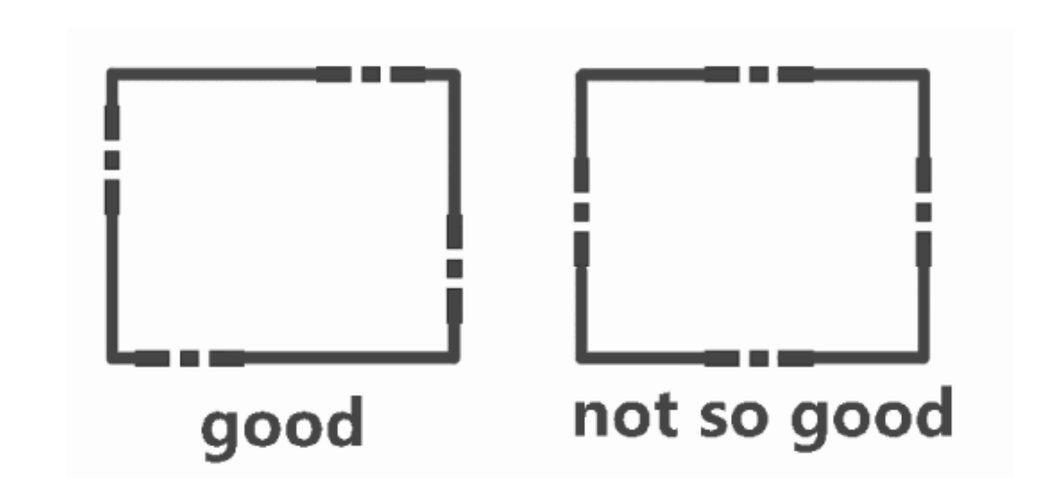

图 4-19 屏蔽罩夹子的放置
① 夹子的夹持力如何，根据生产商的回答，一般一个屏蔽框最少要用 4 个夹子来固定，约 25mm 摆放一个夹子，足够应付消费类电子产品需求。
② 板上的屏蔽罩夹子，可根据情况灵活增加，对 RF 电路部分，使用更多夹子能更好地屏蔽 EMI。
③ 夹子位置应放在拐角的位置即可，建议不要将夹子放在中心位置，不利于跌落测试和作业员的安装定位。4 个夹子的摆放位置如图 4-19 所示。